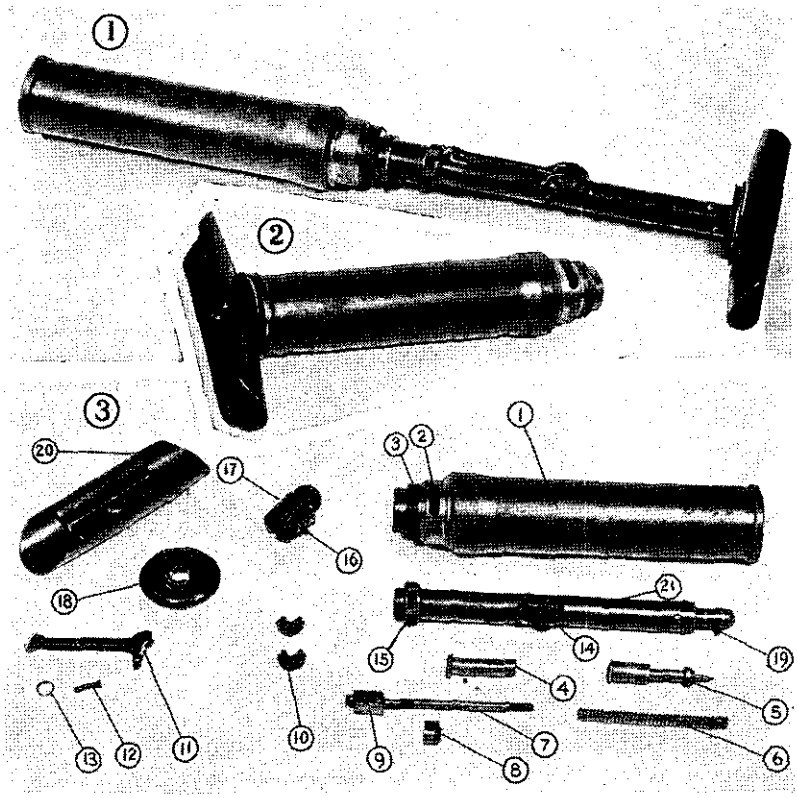

Figure 43.—Three views of Model 10 (1921) 50-mm grenade discharger: ① assembled, ② assembled for carrying, and ③ disassembled.
(2) *Stripping.*—The following procedure will permit a complete disassembly of the weapon (see fig. 43):
(3) *Assembly.*—To assemble the weapon, proceed in the reverse order to that followed in stripping. The weapon may, however, be assembled to the carrying position as shown in figure 43②, by unscrewing the pedestal adapter from the barrel and inserting the pedestal into the barrel. The threaded section of the adapter screws into the base of the barrel from the inside of the barrel, and the muzzle cap screws into the barrel, completely enclosing the interior of the barrel and protecting it from foreign material. The weapon is then in a compact assembly for carrying.